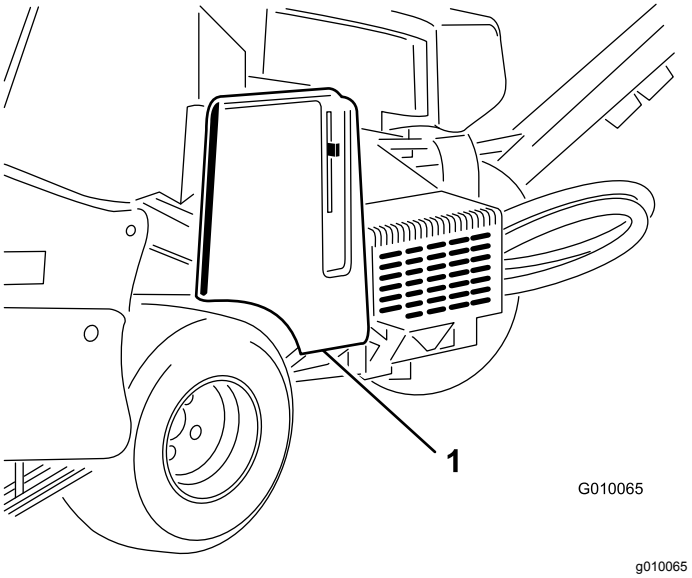

**Figur 56**
2. Lossa och ta bort remkåpan (Figur 56).